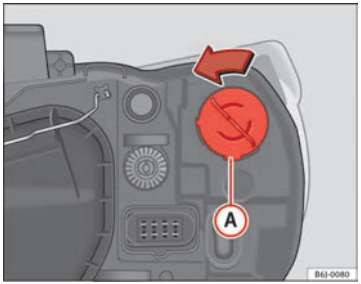

Fig. 146 Single turn signal lamp
– Turn bulb holder ⇒ Fig. 146 (A) to the left and pull.